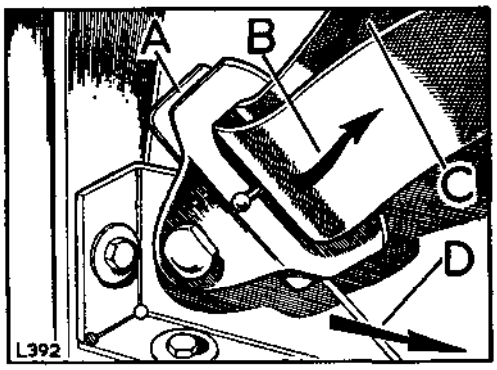

**Fig. Q1-42. Showing adjustment of shoulder strap buckle at sill bracket, right-hand illustrated**
11. Before carrying out the initial adjustment of the diagonal strap at the sill bracket, seat position must be correct for occupant. Try the lap belt round the body for buckle position and make visual assessment of adjustment required, in accordance with instructions as item 10.
12. Then adjust the diagonal strap at the adjustment buckle fitted to sill bracket, by relieving the retaining bar 'A' and pulling strap in the direction of arrow 'B' to lengthen, and in the direction of arrow 'C' to shorten. See Fig. Q1-42.